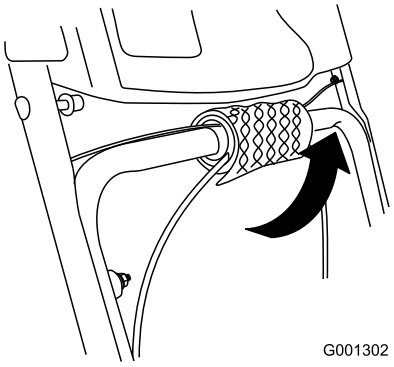

Rysunek 6
1. Odwiń końcówki linek z dolnego uchwytu (Rysunek 6).